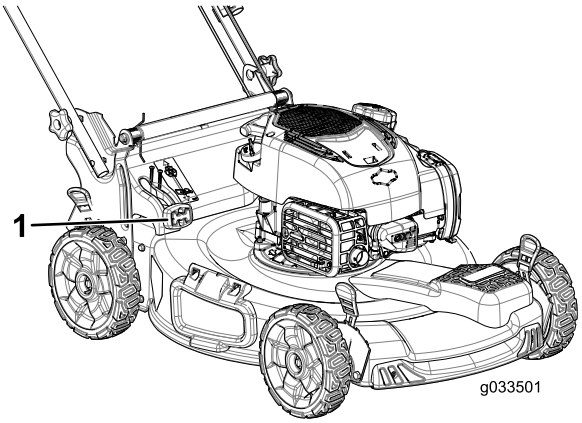

Bild 23
- Zum Sammeln des Schnittguts und Laubs drücken Sie die Taste am Hebel für den zuschaltbaren Fangkorb und bewegen den Hebel nach vorne, bis die Taste am Hebel herausspringt (Bild 23).